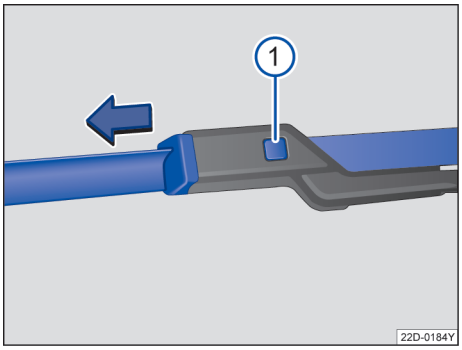

图 140 更换风窗刮水器刮水片
– 按住分离按钮→ 图 140 ① 同时沿图示箭头方向拉出刮水片。